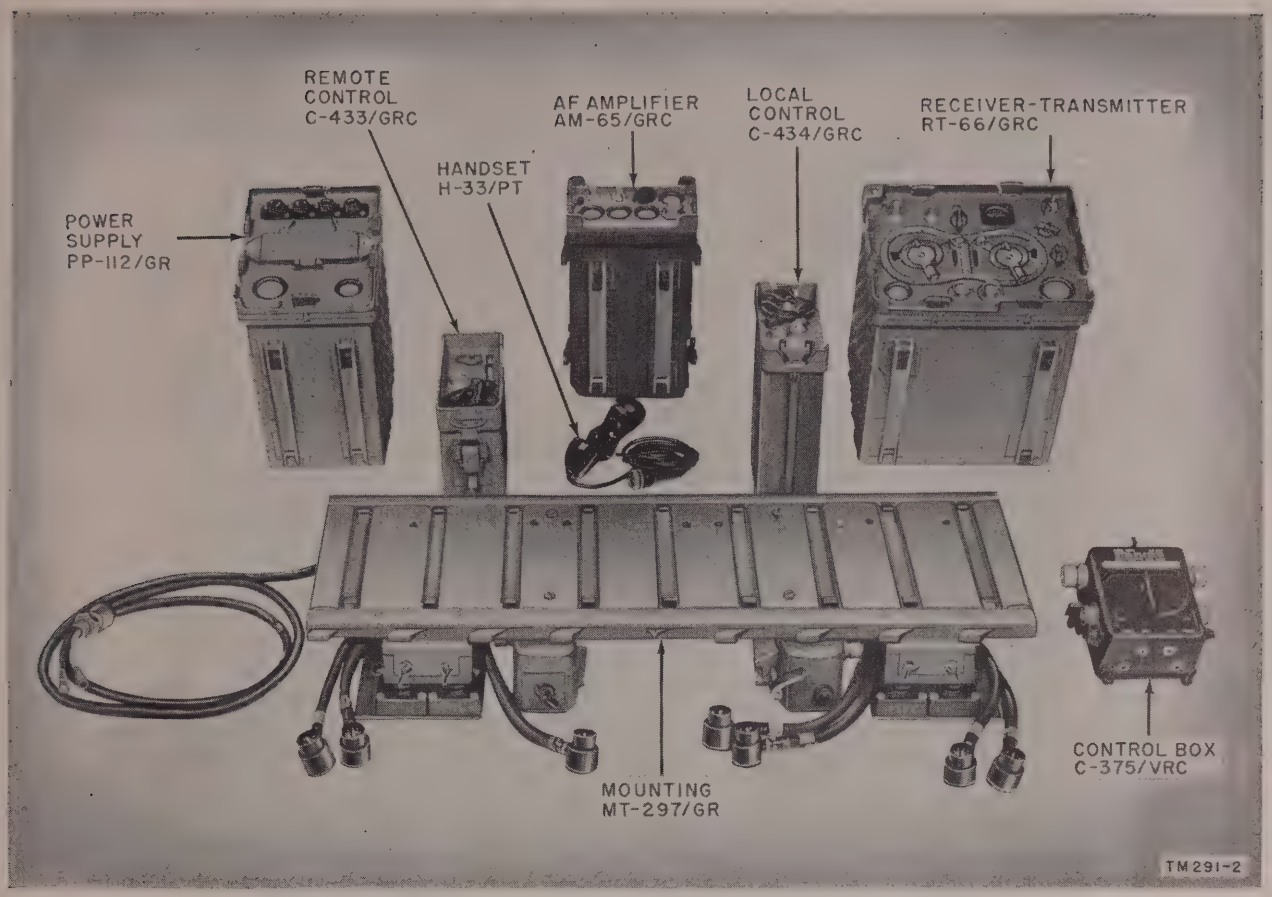

Figure 3. Common components of Radio Sets AN/VRC–13, –14, and –15.
b. Common Components (fig. 3). All of the basic radio sets have the following items in common:
(1) One receiver-transmitter, an interphone amplifier, and suitable power supplies.
(2) A mounting.
(3) Three control units.
(4) Suitable antenna systems and interconnecting cables.